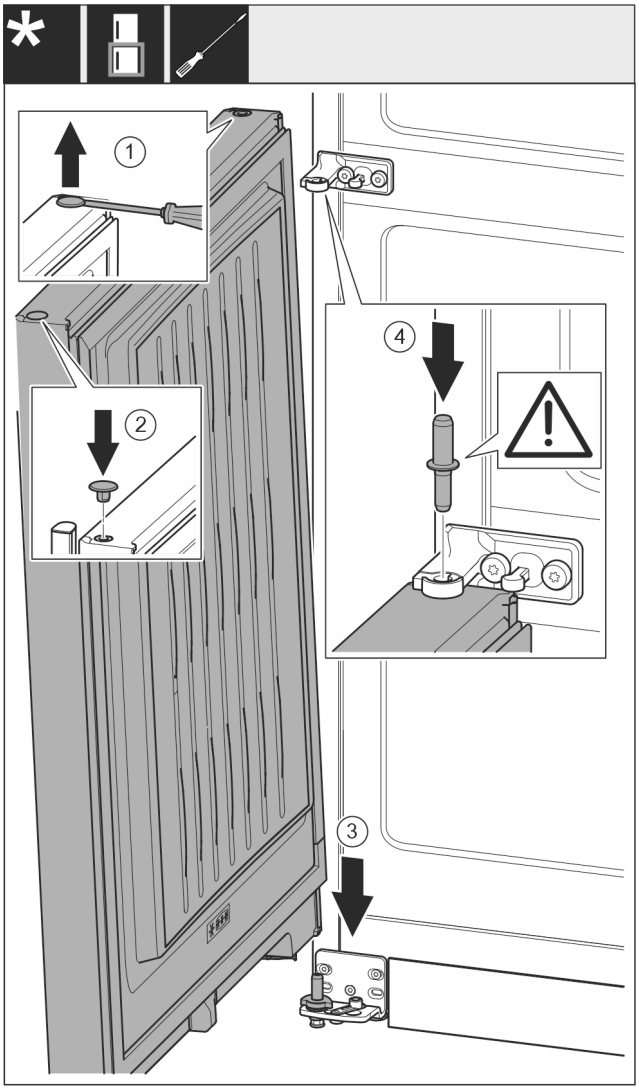

Fig. 56
▶ Ridicați cu precauție dopul *Fig. 56 (1)* cu o șurubelniță plată și extrageți-l.
▶ Introduceți dopul *Fig. 56 (2)* pe partea opusă a ușii.
▶ Așezați ușa *Fig. 56 (3)* de sus pe bolțul inferior de lagăr.
▶ Introduceți bolțul central de lagăr *Fig. 56 (4)* prin mijlocul suportului de lagăr în ușa inferioară. Aveți grijă aici ca respectiva camă de fixare să fie îndreptată către înapoi.